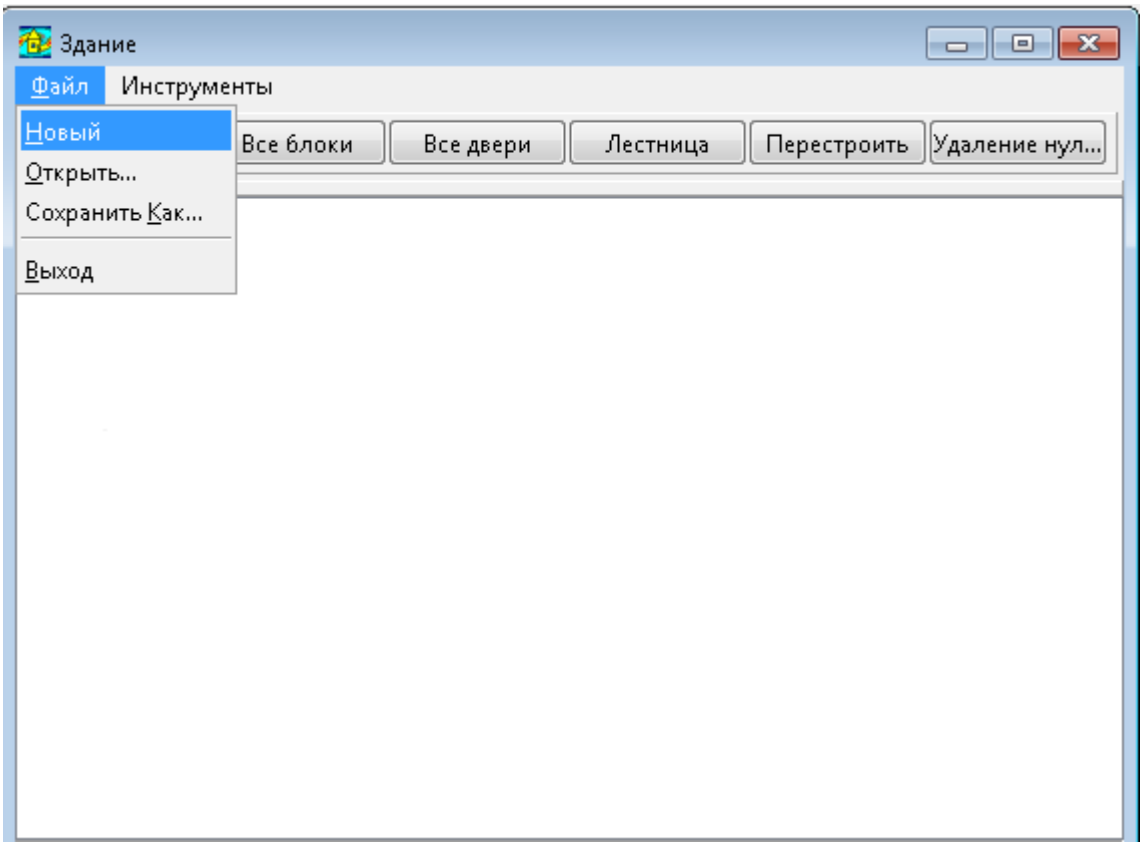
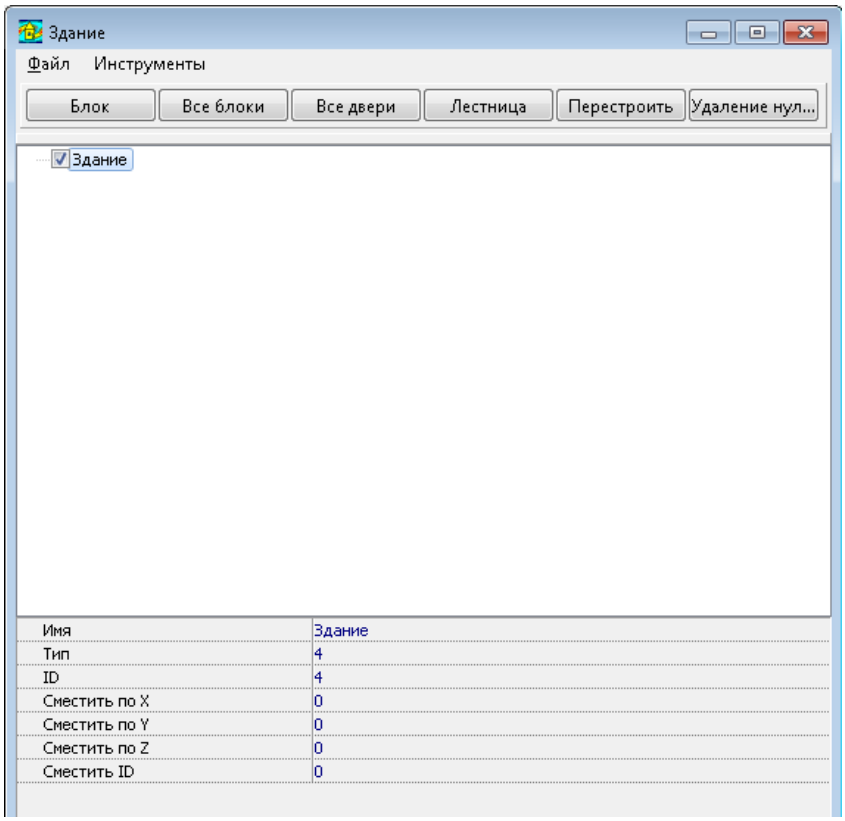

Рисунок 4.69 – Создание нового элемента «Здание» (проекта). Инструмент «Здание»
Рисунок 4.70 – Элемент «Здание» и инспектор свойств здания.
(1) в меню «Файл» окна «Здание» выбрать пункт «Новый…» (Рисунок 4.69), в результате появится в окне «Здание» элемент «Здание» (Рисунок 4.70).